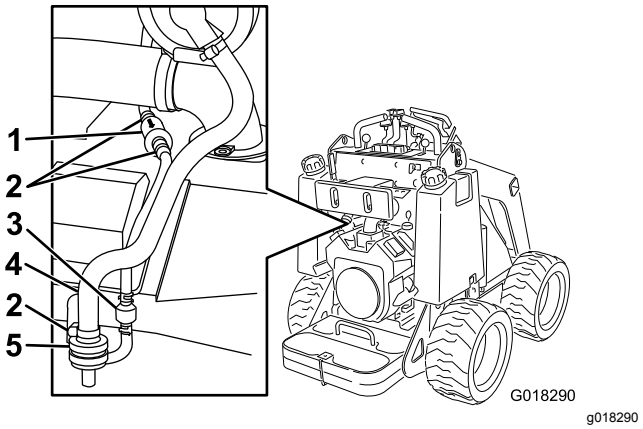

Rysunek 21
3. Zwolnij zacisk przewodu nad filtrem powietrza węglowego pochłaniacza oparów (Rysunek 21).
4. Usuń i wyrzuć filtr powietrza (Rysunek 21).
5. Należy zamocować nowy filtr w przewodzie i zabezpieczyć go za pomocą obejmy (Rysunek 21).
3. Odsuń sprężynowe obejmy przewodu po obu stronach filtra systemu oczyszczania węglowego pochłaniacza oparów od filtra (Rysunek 21).
4. Usuń i wyrzuć filtr systemu oczyszczania węglowego pochłaniacza oparów (Rysunek 21).
5. Zamocuj nowy filtr w przewodzie, pamiętając o tym, aby strzałka na filtrze wskazywała na zawór zwrotny i zabezpiecz go za pomocą obejm (Rysunek 21).